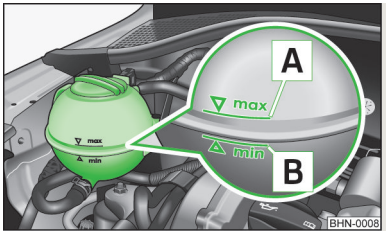

Fig. 74
Check the coolant level - the coolant level must lie between the marks A and B » fig. 74. If the coolant level is below the mark B, top up with coolant.
The **specification** for the coolant is shown in the coolant expansion reservoir » fig. 74.
- Do not fill the coolant above the mark A » fig. 74. The coolant could, when heated, be expelled from the cooling system - There is a risk of damage to the engine parts.